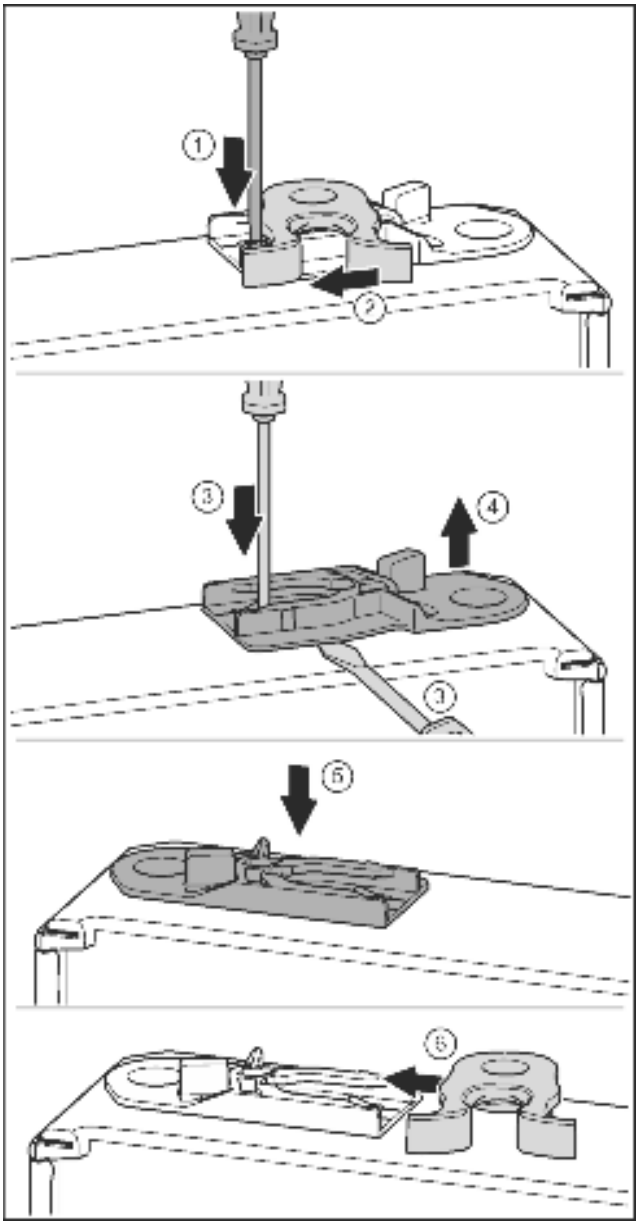

Fig. 18
- ▶ Push the tab downwards with a slotted screwdriver. *Fig. 18 (1)*
- ▶ Pull the door latch out of the guide. *Fig. 18 (2)*
- ▶ Pull out the guide bush: Press the tab with a slotted screwdriver and, at the same time, insert the slotted screwdriver under the guide bush. *Fig. 18 (3, 4)*
- ▶ Slide the guide bush included in the scope of supply to the other side of the housing. *Fig. 18 (5)*
- ▶ Push the door latch into the guide. *Fig. 18 (6)*